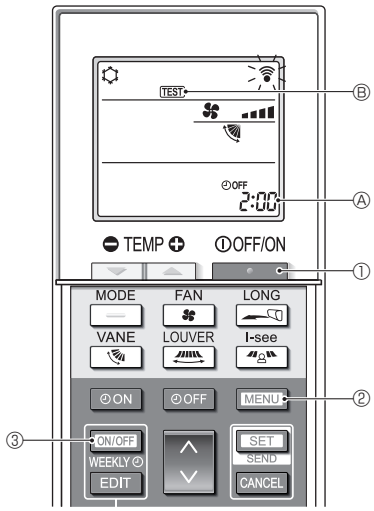

Fig. 7-5
7.2.2. Bruk av trådløs fjernkontroll (Fig. 7-5)
■ **Testkjøring (Fig. 7-5)**
1. Trykk på [ ]-knappen ① for å stoppe klimaanlegget.
- Hvis uketidsuret er aktivert (WEEKLY lyser), trykker du på [ON/OFF WEEKLY]-knappen ③ for å deaktivere det (WEEKLY slukkes).
2. Trykk på [MENU]-knappen ② i 5 sekunder.
3. Trykk på [MENU]-knappen ②.